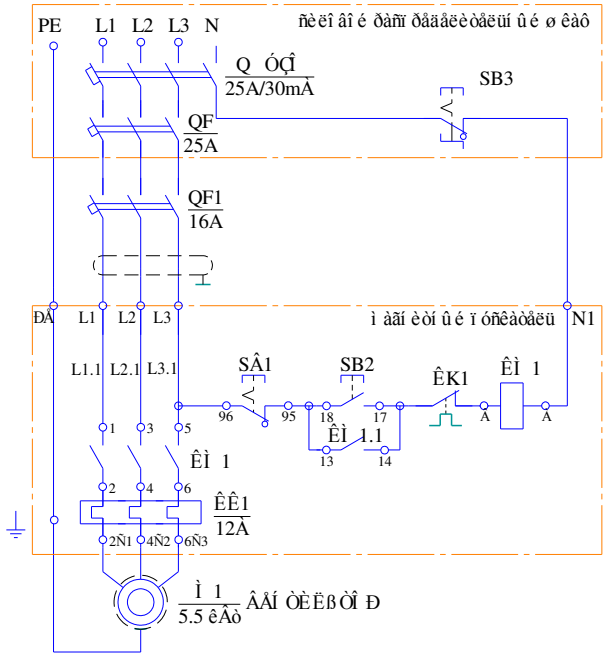

Рис.3
6.2.8 Подключение установки к электросети (рис.3) при этом: